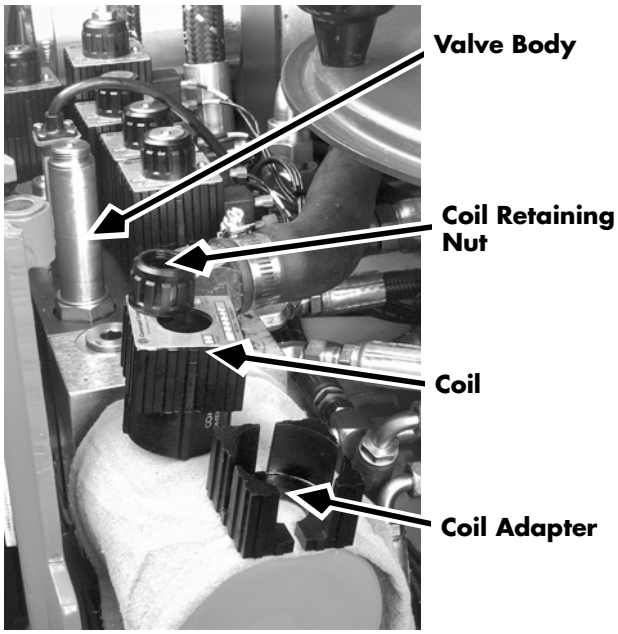

Figure 7-198: Solenoid, Typical, Coil Removed
13. Label the solenoid coils to facilitate connection later. Remove the solenoids by removing the solenoid coil nut and removing the coil and adapter from the valve body. See Figure 7-198.
14. Remove the two (2) manifold mounting bolts located on the underside of the frame bracket at the filter adapter end of the manifold.